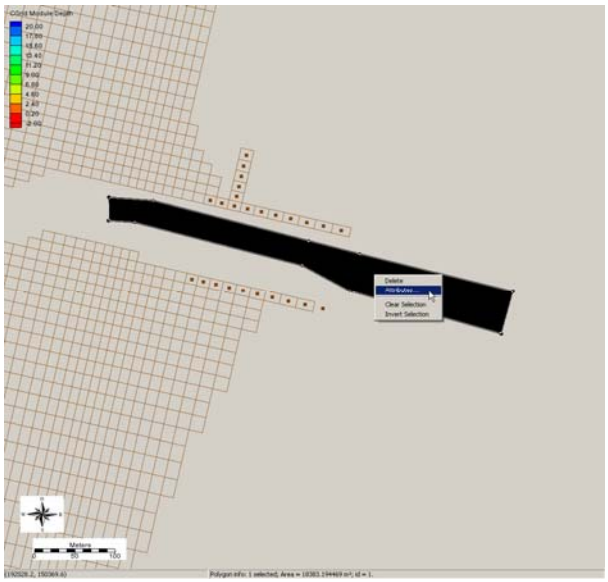

Figure 24. Selecting a polygon and clicking on Attributes.
4. Click on *Map Data* on the left or the *Map Module* button , and select the *Create Feature Arc* tool , and connect the missing arc features of the channel outline (Figure 24), *Select all arcs* , and click on *Feature Objects*, and *Create Arc Group*, and the polygon will be fixed